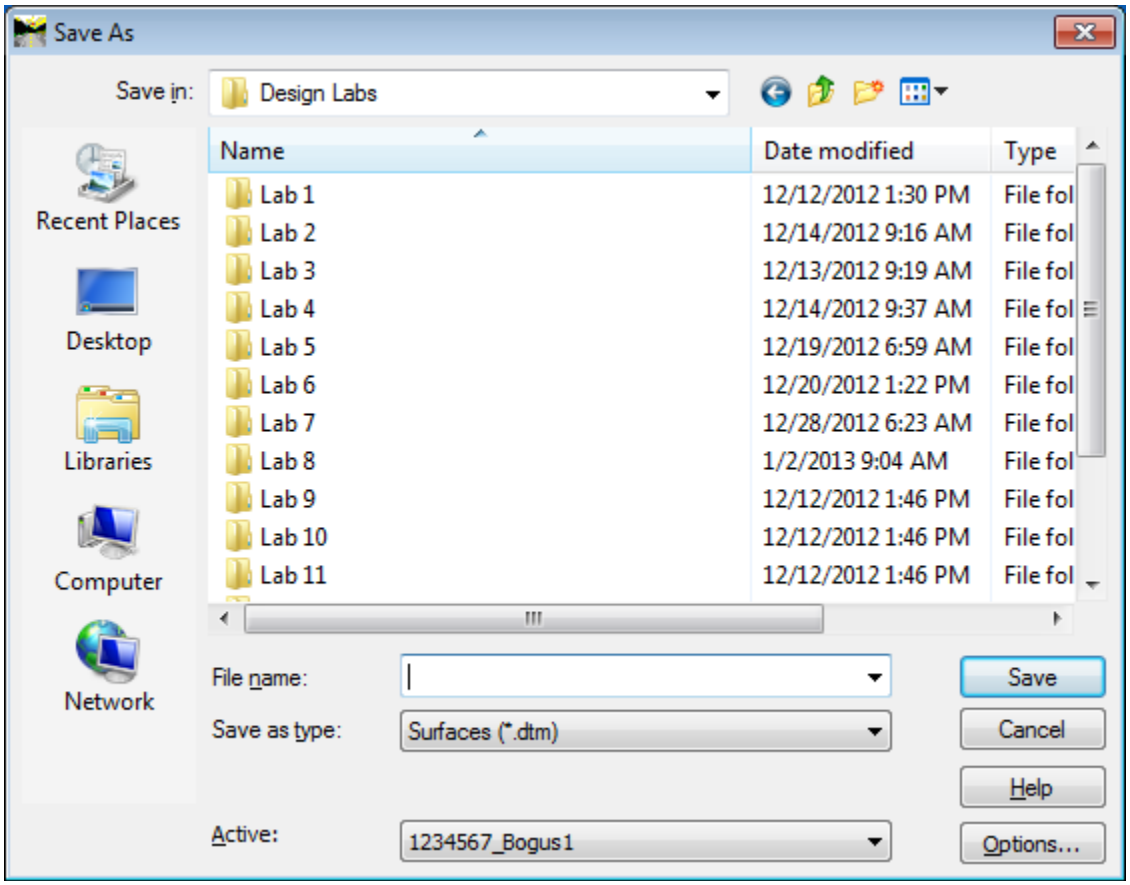

Figure L8-117 Save As
- The **Save As** dialog opens as shown in *Figure L8-117*.